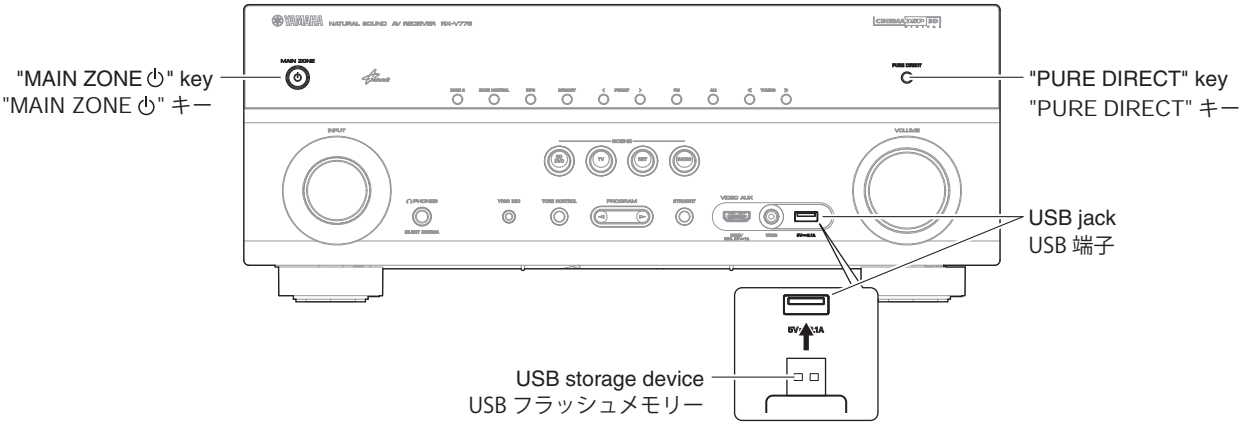

Fig. 1
1. Insert the USB storage device to the USB jack. (Fig. 1)
2. While pressing the “PURE DIRECT” key, connect the power cable to the AC outlet. (Fig. 1)
1. USB 端子に USB フラッシュメモリーを差し込みます。(Fig. 1)
2. “PURE DIRECT” キーを押しながら、電源コードを AC コンセントに接続します。(Fig. 1)
5. Press the “MAIN ZONE ⏻” key to turn off the power. (Fig. 1)
6. Remove the USB storage device from the USB jack. (Fig. 1)
5. “MAIN ZONE ⏻”（電源）キーを押して電源を切ります。（Fig. 1）
6. USB 端子から USB フラッシュメモリーを抜きます。（Fig. 1）